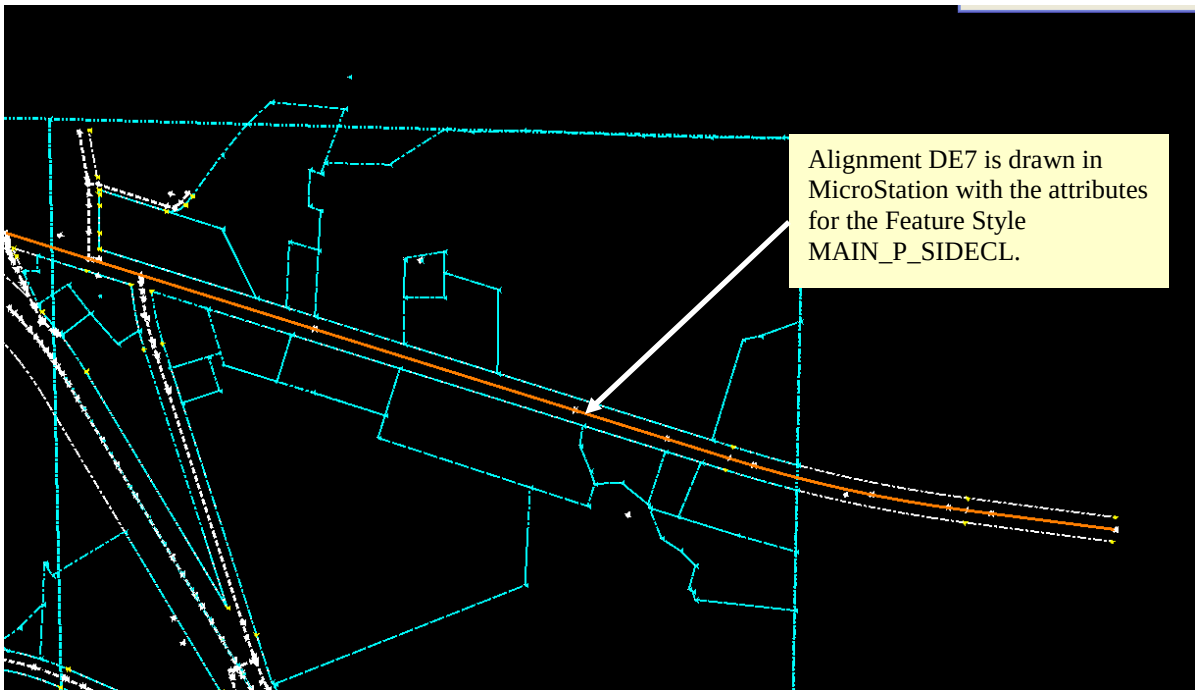

Figure L3-12 MicroStation Window
- Verify Alignment **DE7** was drawn in MicroStation as shown in *Figure L3-12*.